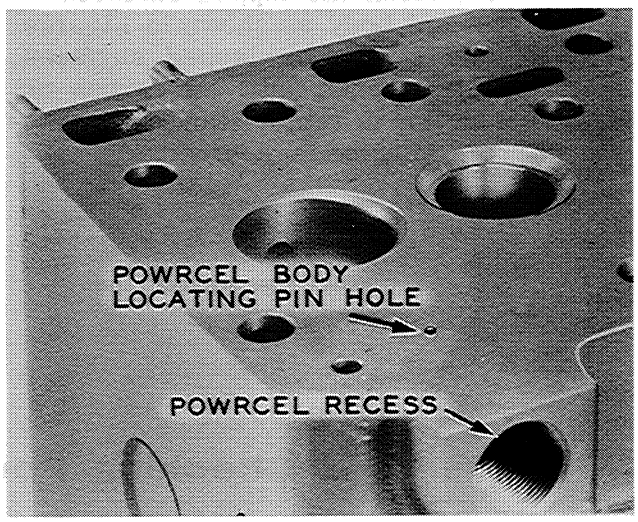

Figure I-52. Location in Cylinder Head of Powrcel Body Locating Pin Hole
The cylinder head must be removed to install a new Powrcel Body Locating Pin. Figure I-52 illustrates the location of the pin when viewing the under surface of the cylinder head. Refer to the Section covering "Valve System and Cylinder Heads." for cylinder removal instructions.
2. Tap a new locating pin into the hole until it is just flush with the surface of the head as shown in Figure I-52. The locating pin must not project above the surface of the cylinder head.